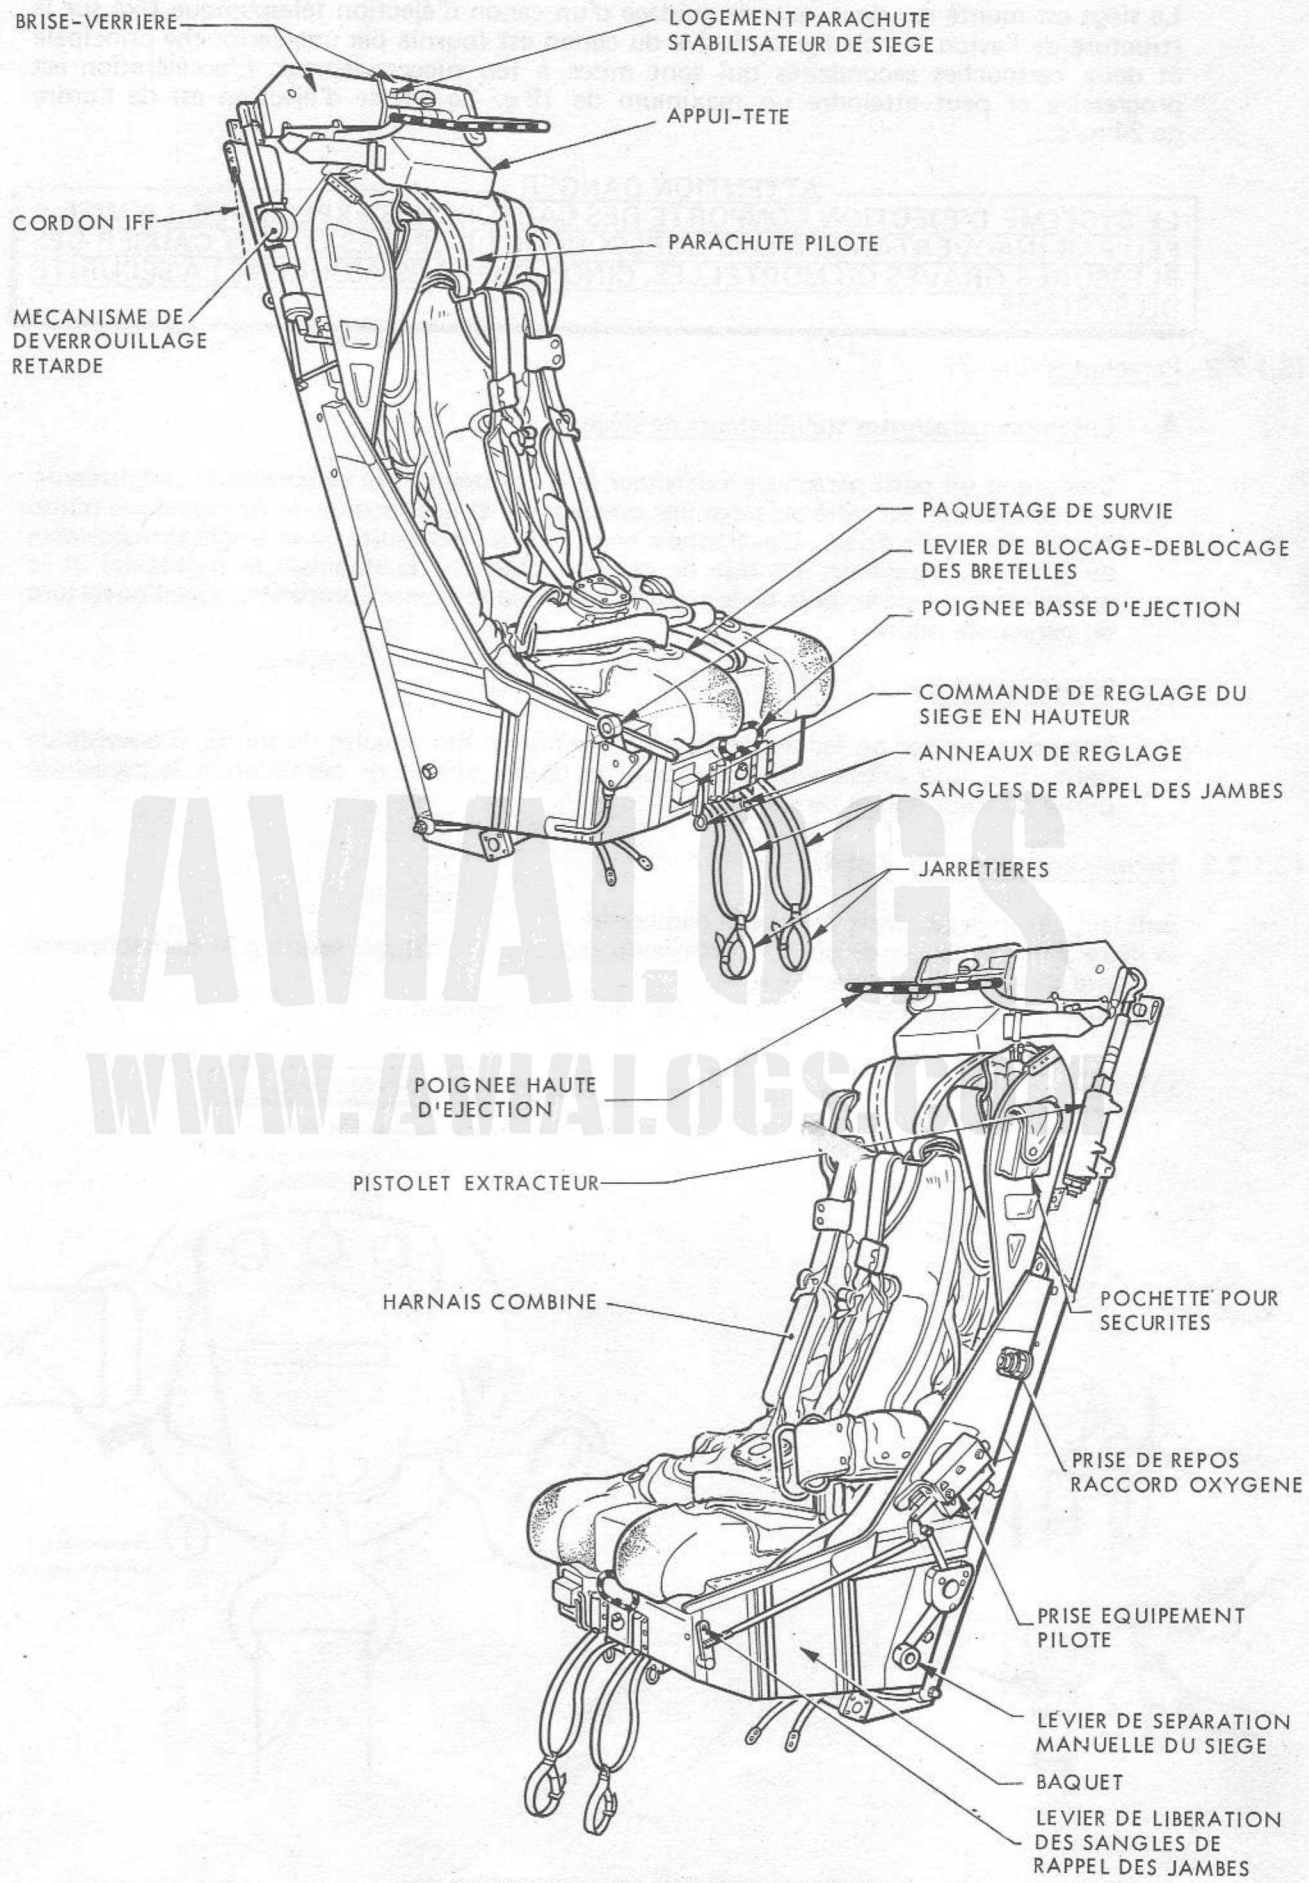

FIGURE 2 - SIEGE EJECTABLE
13.1.2 - Description - Fonctionnement (Fig. 2)